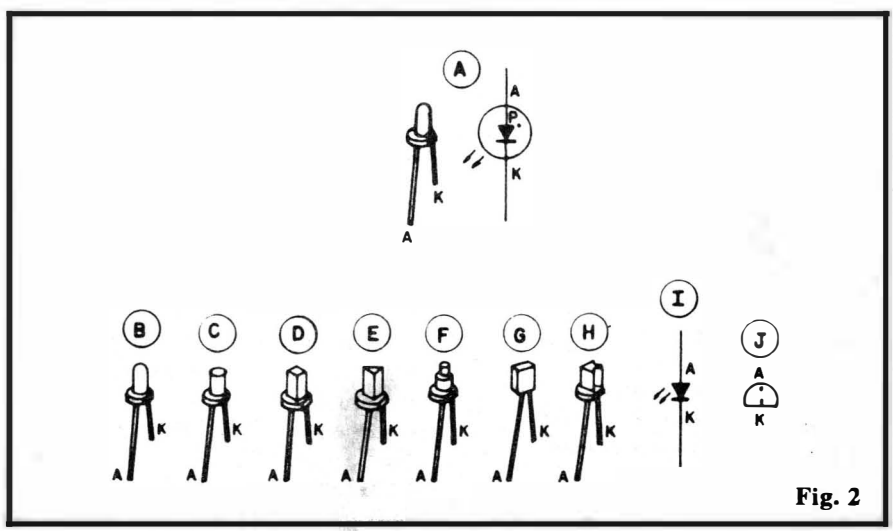

Fig. 2
Mais especificamente quanto aos LEDs, a fig. 2 traz importantes informações visuais que devem ser estudadas pelo hobbysta, principalmente se este ainda não tem muita prática.
Em 2-A vemos o LED "pisca" (MCL5151P) em sua aparência e símbolo, já com os terminais devidamente identificados. Em seguida, nas figs. 2-B até 2-H, vemos as aparências dos diversos formatos de LEDs disponíveis no mercado (respectivamente redondo **standart**, redondo "chato", quadrado, triangular, "ponto", retangular e "seta"). Em 2-I temos o símbolo universalmente adotado para representar os LEDs comun. Finalmente, na fig. 2-J mostramos a estilização adotada no "chapeado" da montagem do LEGAL para **todos** os LEDs, com a posição relativa dos terminais de anodo (A) e catodo (K) nitidamente indicada. Lembrar que, como norma geral, o terminal de catodo (K) é sempre o mais curto, ou o que sai da peça junto a um pequeno chanfro lateral existente na base da "cabeça" do LED... Entretanto, alguns fabricantes (sempre tem os que gostam de "bagunçar o coreto"...) fornecem LEDs com o terminal de anodo (A) mais curto. Assim é bom verificar a polaridade, com o auxílio de um provador de continuidade (feito o MPC, mostrado em APE nº 10...) para ter **certeza**, antes de começar as soldagens...